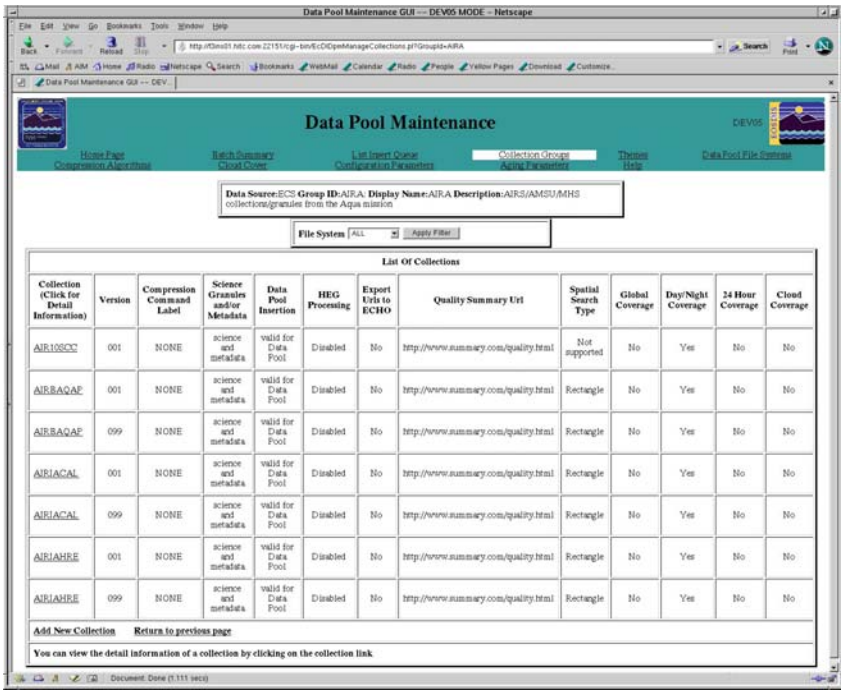

Figure 14.10-15. List of Collection Page
Figure 14.10-15 shows a **List of Collections** page obtained by clicking on one of the **Group ID** links on the Collection Groups page. The **List of Collections** page lists the collections in the collection group, providing for each collection information (as applicable) concerning the Version, Science Granules and/or Metadata, Data Pool Insertion, HDF-EOS to GeoTIFF Conversion Tool (HEG) Processing, Export URLs to ECHO, Quality Summary URL, Spatial Search Type, Global Coverage, Day/Night Coverage, 24-Hour Coverage, and Cloud Coverage characteristics of the collection.
- The Collection Group page is displayed (see Figure 14.10-15).
- The **List of Collection** page is displayed (see Figure 14.10-15).